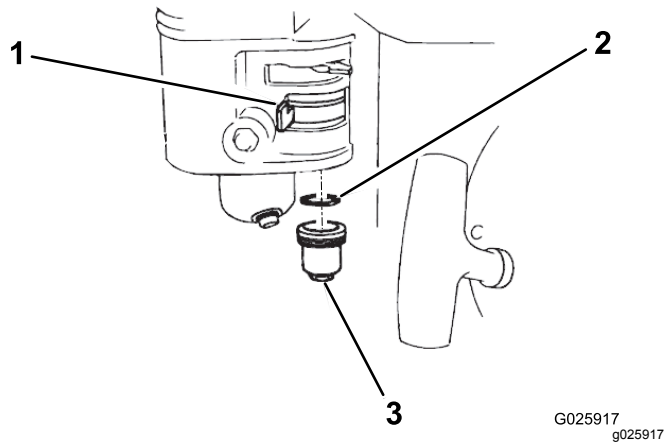

Figura 33
2. Spostate la valvola di intercettazione del carburante in posizione di SPEGNIMENTO (Figura 33).
3. Rimuovete la vaschetta di sedimentazione del carburante e l'O-ring (Figura 33).
6. Posizionate l'O-ring nella valvola di intercettazione del carburante e montate la vaschetta di sedimentazione (Figura 33). Serrate saldamente la vaschetta di sedimentazione.